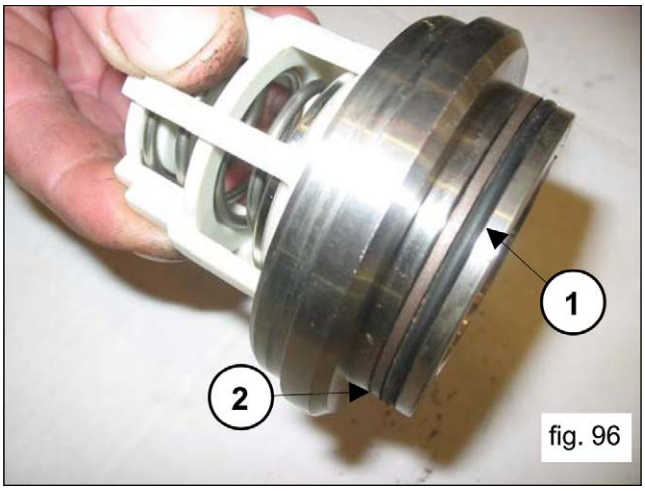

fig. 96
Mount the O-ring, exploded view item 5 from Owner's Manual (1, fig. 96) and the anti-extrusion ring, exploded view item 15 from Owner's Manual (2, fig. 96) on the delivery valve seat.